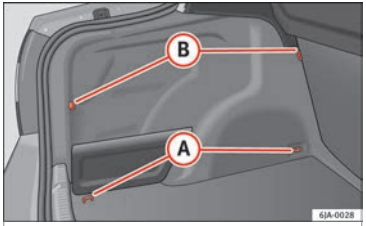

Fig. 78 Luggage compartment: retaining elements.
The following retaining elements are fitted in the boot **»» Fig. 78**:
The front ring (B) is below the folding back-rest of the rear seats ››› Fig. 78.